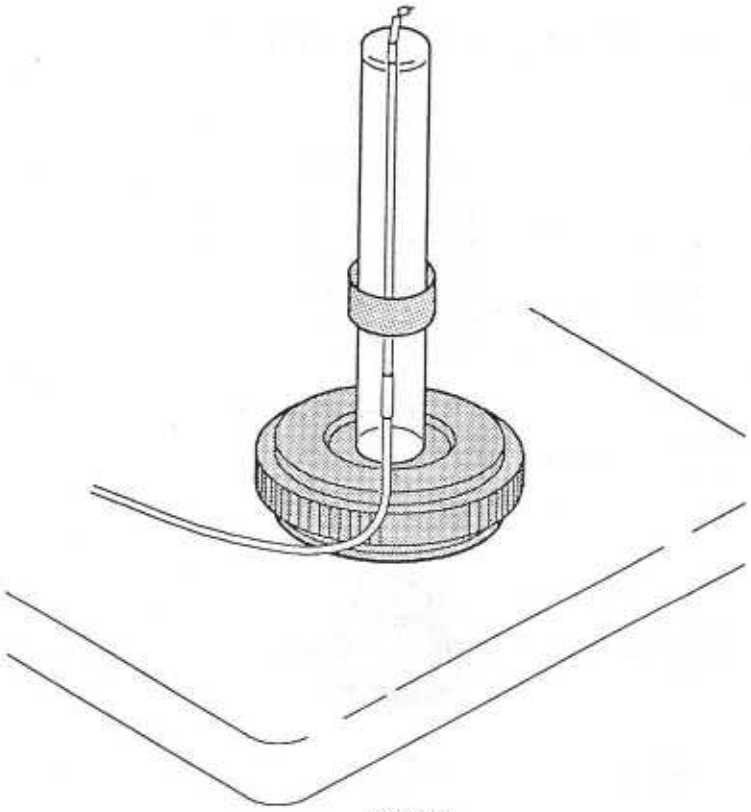

Bild 11
10. Halten Sie das Thermoelement an den Probenträger, und positionieren Sie es so, daß seine Spitze sich ungefähr auf halber Höhe der Probe befindet, und zur Probe hin weist. Legen Sie dann die Haltefeder an, um das Thermoelement in dieser Position zu sichern (s. Abb. 11).